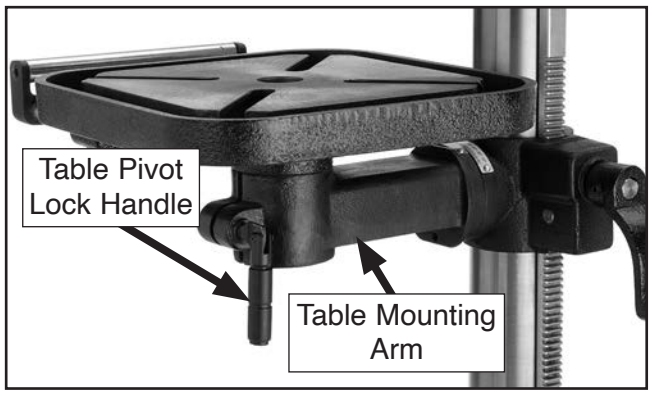

**Figure 16.** Table secured with table pivot lock handle.
9. Thread (1) table pivot lock handle into table mounting arm cartridge (see **Figure 16**) and tighten until table is secure.